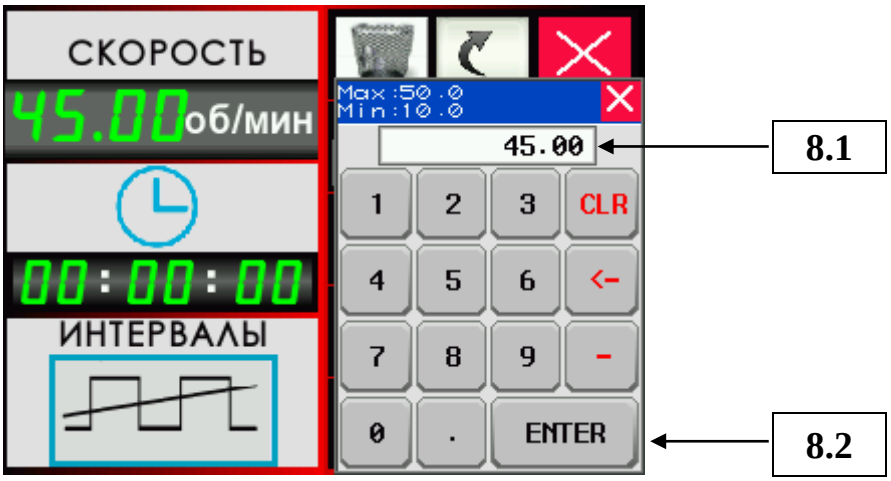

Рисунок 16 – Экран «Рецепты». Ввод значения скорости вращения
5.6.4 Нажать на поле задания значения **скорости вращения барабана** 5.9 в первом экране «Рецепты». В строке 8.1 всплывающей цифровой клавиатуры ввести значение в диапазоне от 10 до 50 об/мин и подтвердить значение кнопкой 8.2 (Рисунок 16).